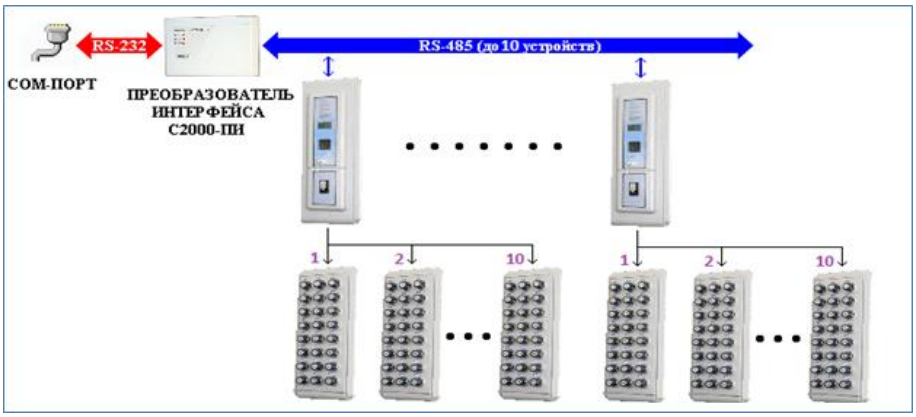

Рисунок 1-15 Схема подключения электронных сейфов для ключей к COM-порту
– к COM-порту (см. Рисунок 1-15),